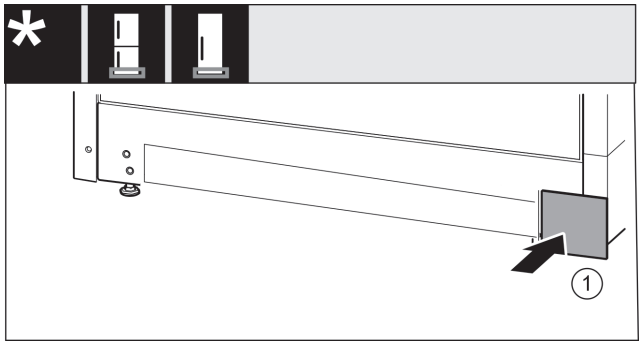

Fig. 32
- ▶ Afdekking *Fig. 32 (1)* van de andere zijde weer er in steken.